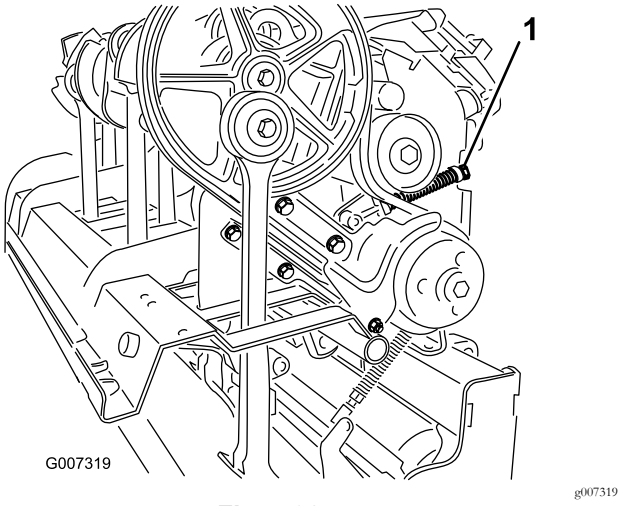

**Figur 38**
4. For at løsne styrefjederens spænding skal den låsemøtrik, der fastgør fjederholderen (Figur 38), løsnes, og fjederholderen skal drejes.